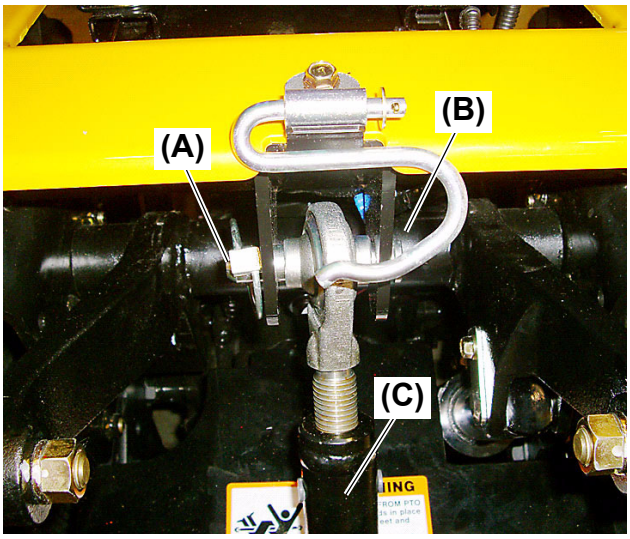

Fig. 5
5. Remove the top link **(Fig. 5, 6, (C))** by removing the lynch pin **(Fig. 5, (A))** and sliding the top link pin **(Fig. 5, (B))** from the lower frame.